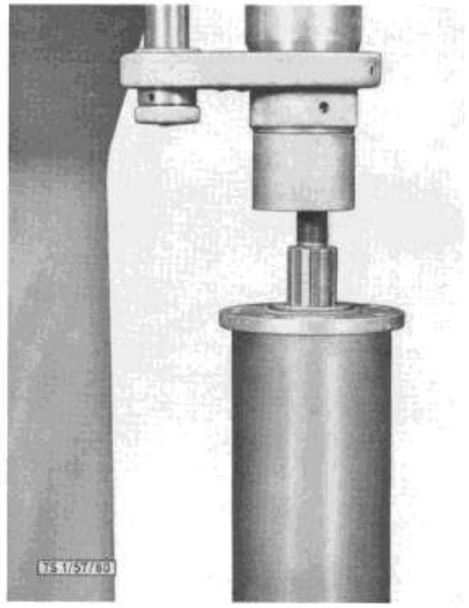

Bild 118: **Auspressen des Antriebskegelrades aus der Lagerbüchse**
11. Lagerbüchse (104/28) Befestigungsschrauben entsichern und herausschrauben. Lagerbüchse mittels 2 Abdrückschrauben (117/1) aus dem Hinterachsgehäuse herausdrücken. Freigewordene Einstellscheiben (104/32) abfangen. Anschließend — wenn notwendig — die Kegelritzelwelle samt Kugellager auf der Presse aus der Lagerbüchse herauspressen (Bild 118).